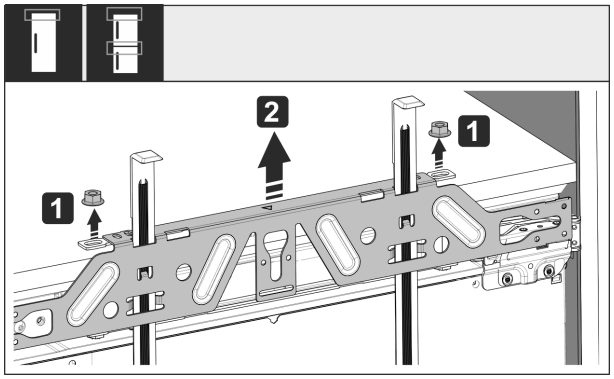

Fig. 52
▶ Loosen locknuts *Fig. 52 (1)*.
▶ Remove crosspiece *Fig. 52 (2)*.